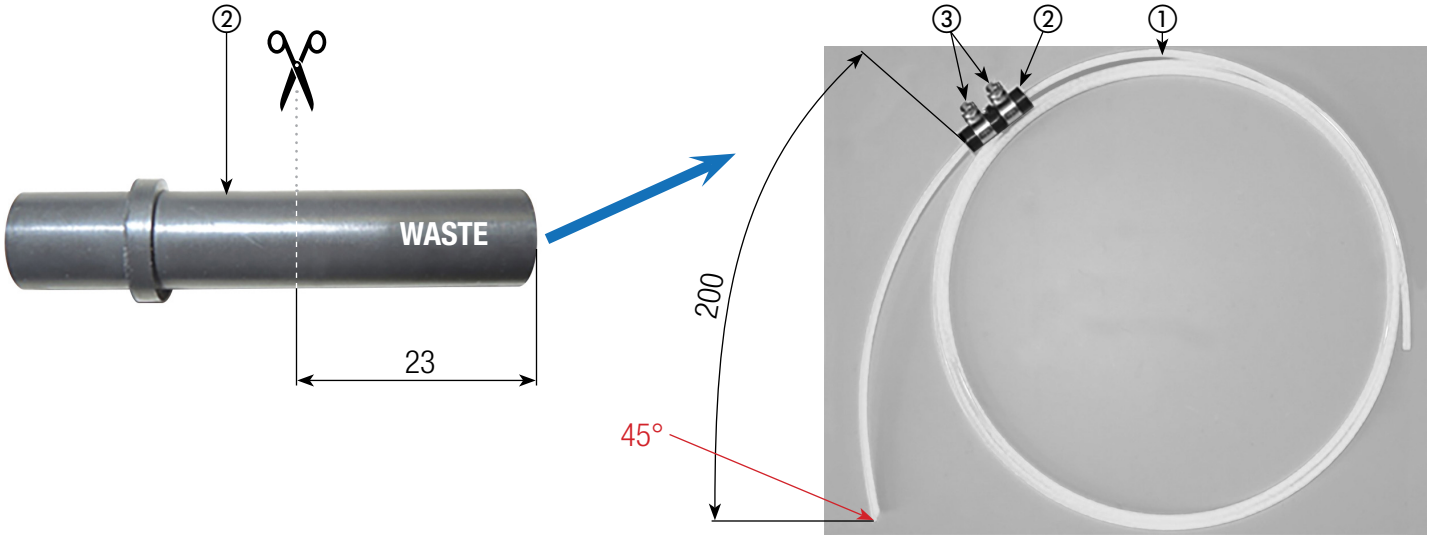

Fig.1
Step 2 Prepare the fuel line assembly according Fig 1.
① 20.2900.20.0050	**1**	Plastic Fuel Line 2mm X 2.0m
② 22.1000.20.3000	**1**	Fuel Line Adapter 7.5MM - 3.5MM
③ 10.2068.01.1098	**2**	Clamp 11mm